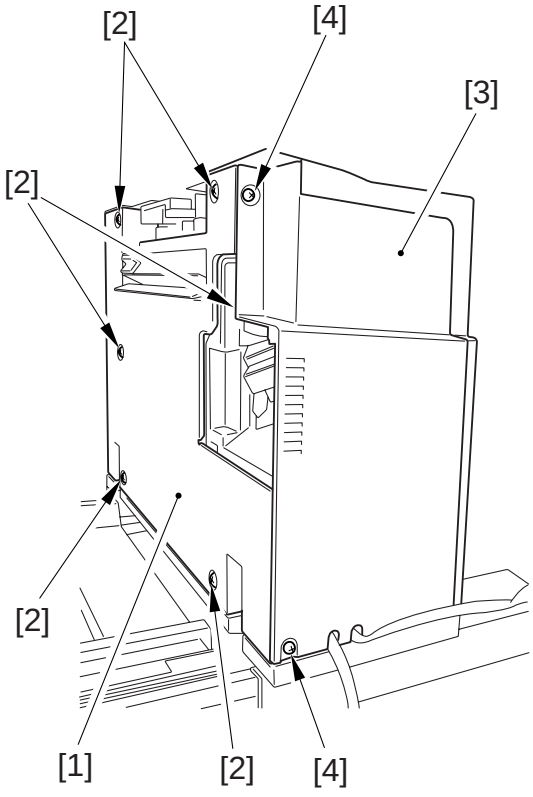

Рисунок 3-103
1) Снимите внутреннюю правую и заднюю крышки. (Рисунок 3-103)